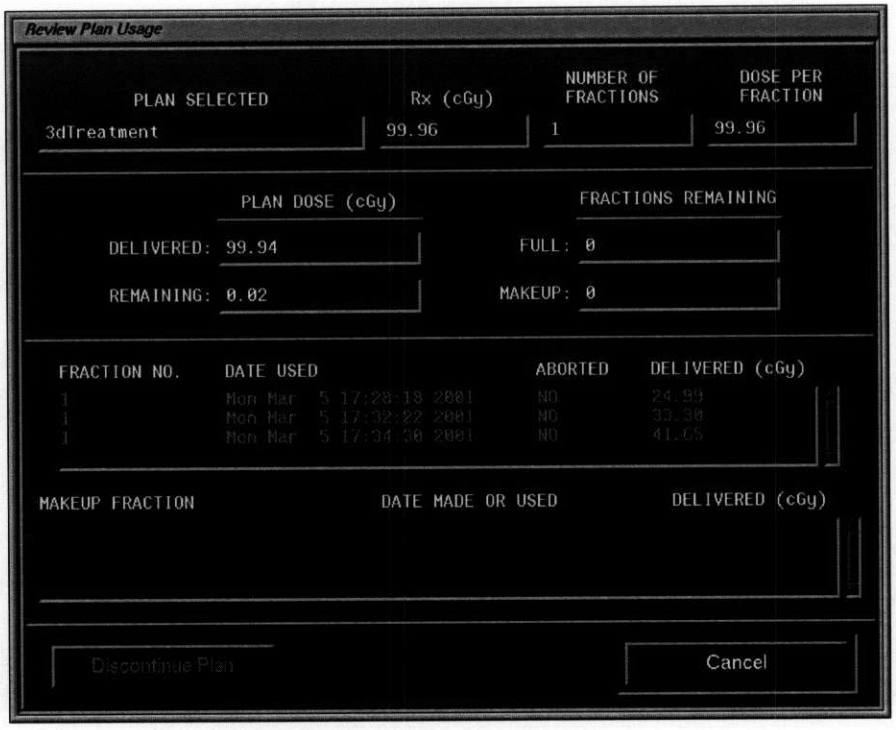

**Figure 9 Review Plan Usage**
The Review Treatment Plans window displays a list of the patient's plans. The name of the plan, plan treatment status, date last used and prescription radiation dose are given. If the plan is not complete, you can discontinue the plan in the Review Plan Usage window (*Figure 9 Review Plan Usage, page 7*).
**Step 1.** Follow the sequence to get to the Review Plan Usage window (*Figure 9 Review Plan Usage, page 7*).